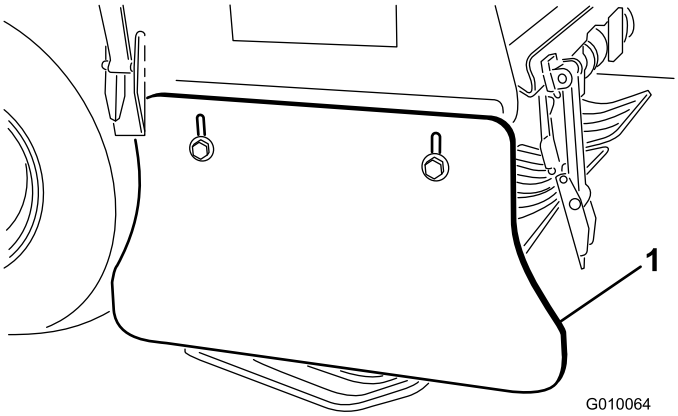

Rysunek 62
1. Poluzuj śruby i nakrętki mocujące osłonę boczną do ramy (Rysunek 62).